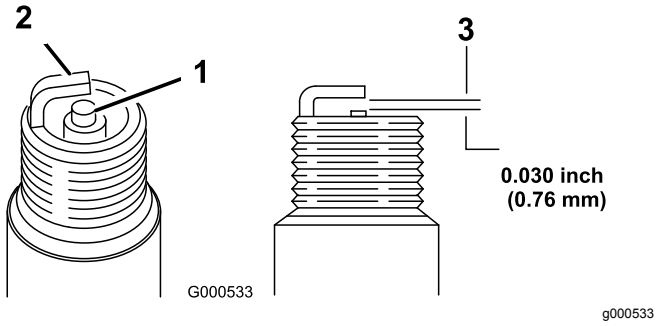

Figur 43
1. Se på midten af tændrørene (Figur 43).
2. Kontroller gabet mellem elektroderne i midten og ved siden (Figur 43), og bøj sideelektroden, hvis gabet ikke er korrekt.